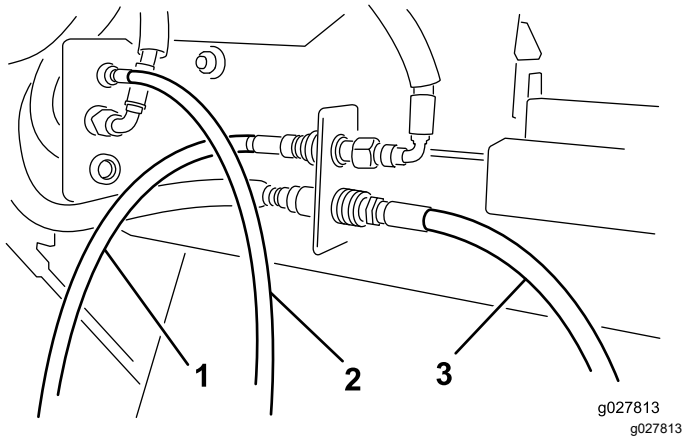

Figure 5
5. Branchez les raccords rapides du flexible du moteur hydraulique aux raccords du Versa-Vac, comme montré à la Figure 5.